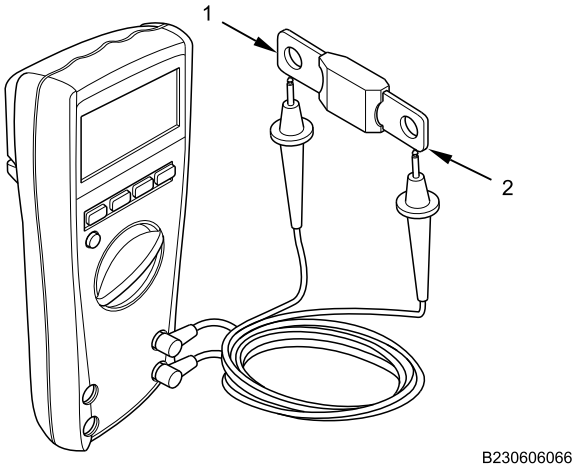

Figure 3. Testing for Faulty Fuse.
1. With fuse removed, measure resistance between both terminals (Figure 3, Item 1 and 2) of fuse with multimeter.